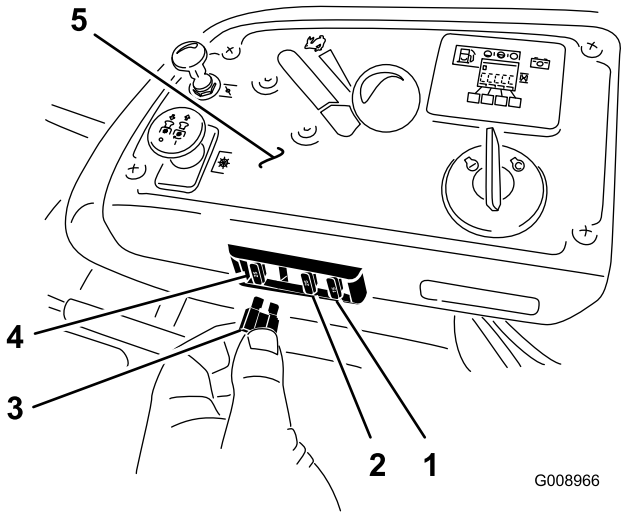

Figur 64
1. Sikringerne er placeret på højre konsol ved siden af sædet (Figur 64).
3. Isæt en ny sikring (Figur 64).